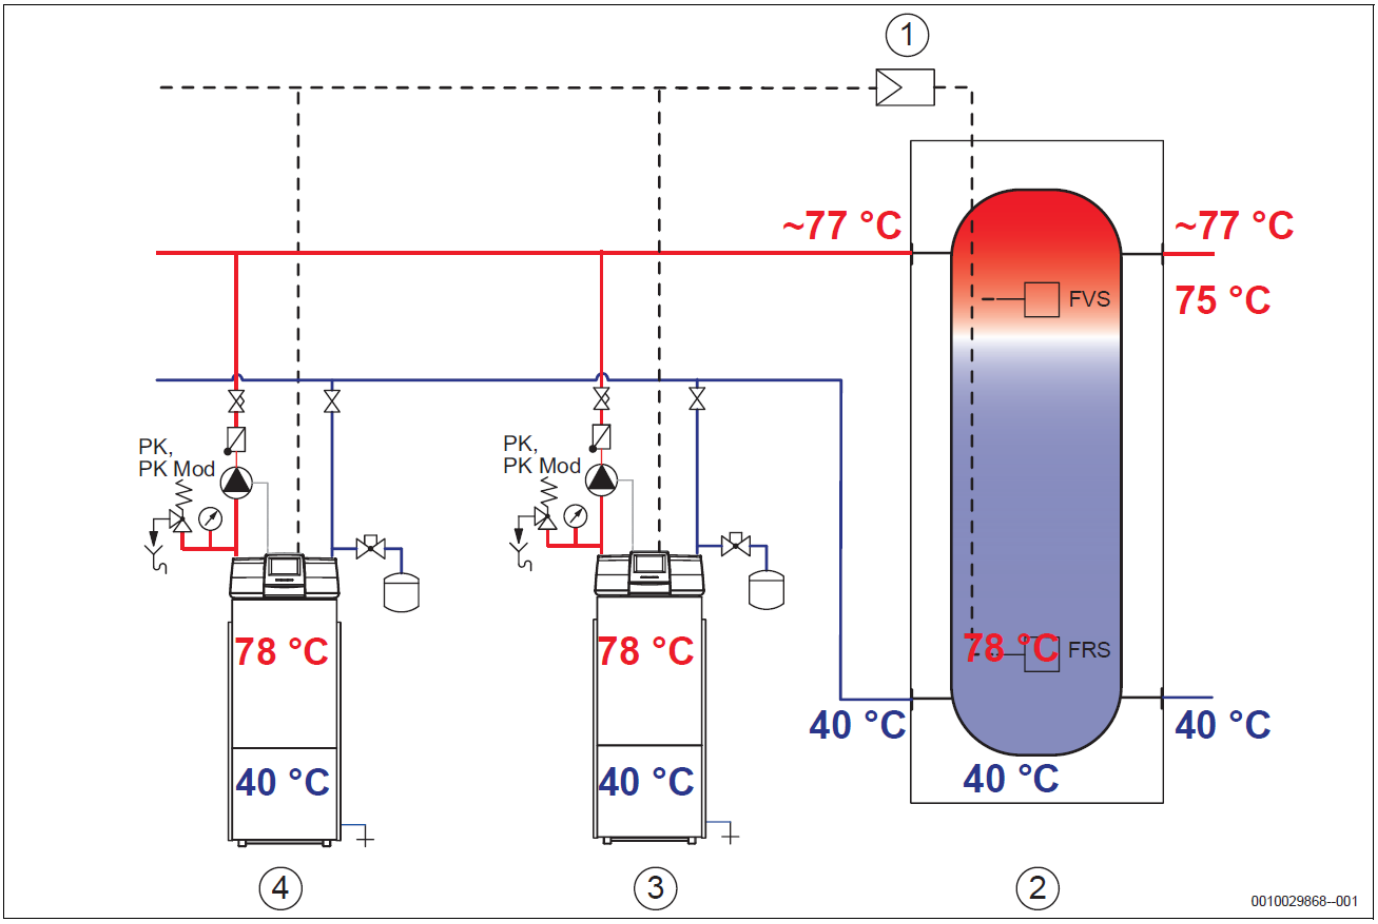
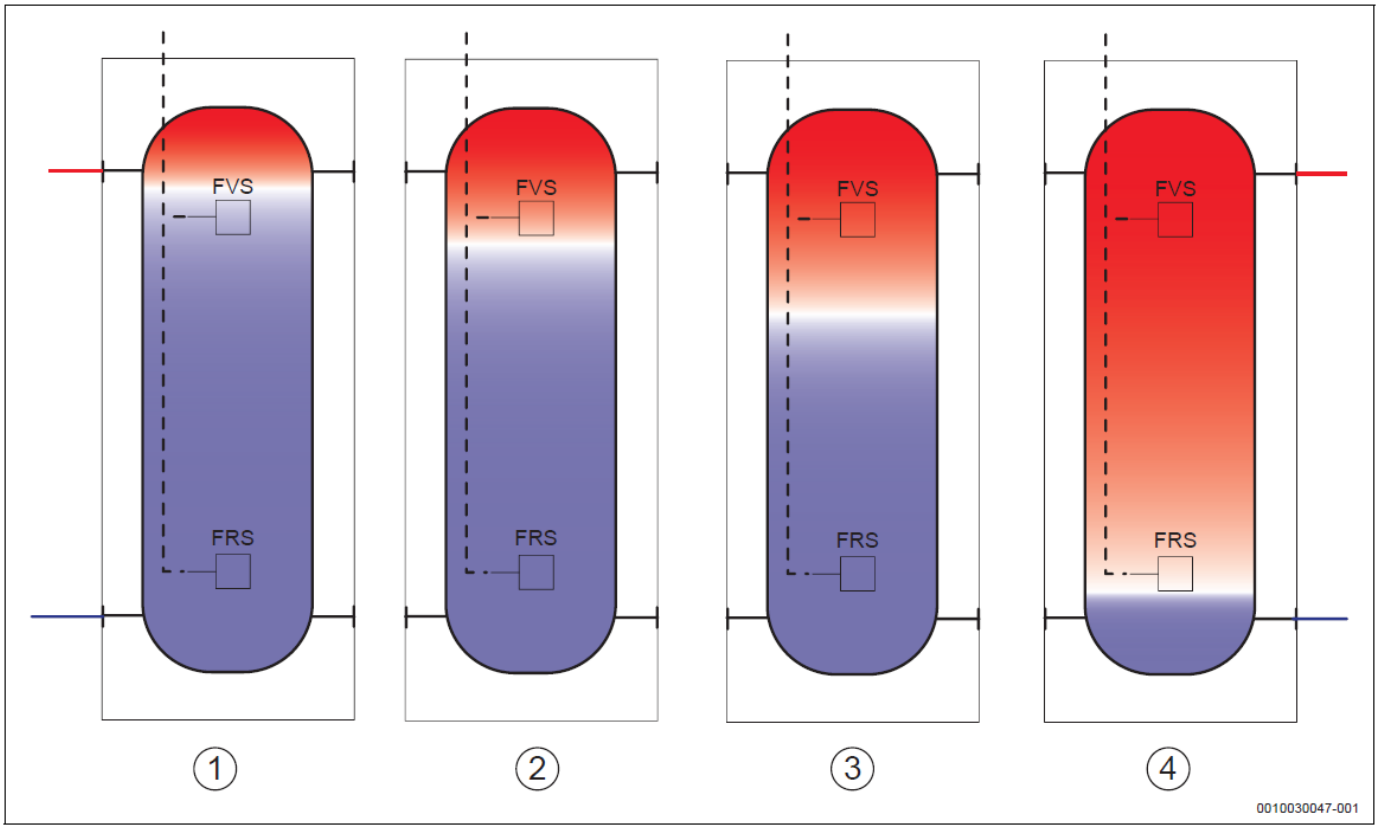

Рис. 84 Приклад способу функціонування додаткового завантаження буферного бака
Рис. 85 Можливі стани буферного бака (Пояснення → Таблиця 29)
Стратегічний датчик лінії подачі FVS (буферний бак-накопичувач, верхній → Рис. 84) зазвичай відповідає за дотримання заданого значення опалювальної установки та за керування модуляцією пальника. Якщо температура на FVS (→ Рис. 85, Стан 1) нижче заданої, відбувається пуск пальника. При тому задане значення температури лінії подачі котла відповідає заданому значенню опалювальної установки + підняття (основна настройка 3 K)». Досягнення заданого значення опалювальної установки на датчику FVS підтримується модульованим насосом котлового контуру. Каскад може працювати послідовно або паралельно.
Приклади показників температури з каскадом Logano plus KB372 на Рис. 84 (Підведення тепла = Відбір тепла, заданий стан відповідно до Рис. 85, Стан 2):
Завдання каскаду полягає в тому, щоб надавати тільки потрібну потужність та підтримувати готовність частини гарячої витратної води в буферному баку-накопичувачі (→ Рис. 85, Стан 2).
1) Цифра стану буферного бака відповідає номеру позиції на Рис. 85